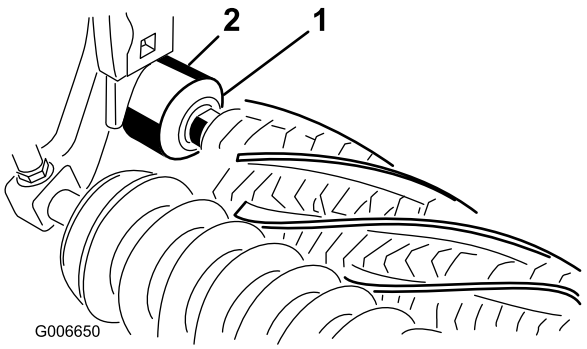

Figure 10
19. Assurez-vous que la lèvre de chaque joint d'exclusion est légèrement en contact avec chaque logement de roulement (Figure 10).